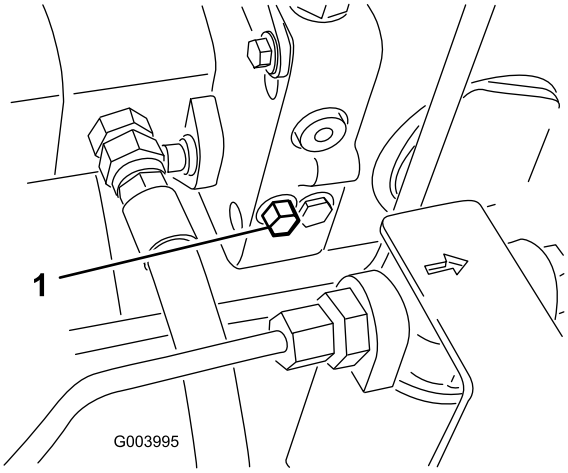

Figuur 39
1. De omloopklep bevindt zich links van de hydrostaat (Figuur 39). Draai de omloopklep 1–1/2 slag om deze te openen en de olie inwendig om te laten leiden.